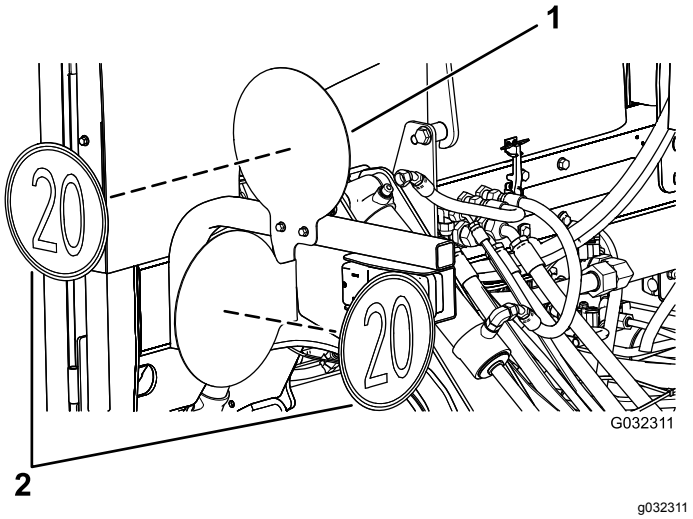

Figura 36
3. Aplique las pegatinas a la cara exterior de las placas (Figura 36).